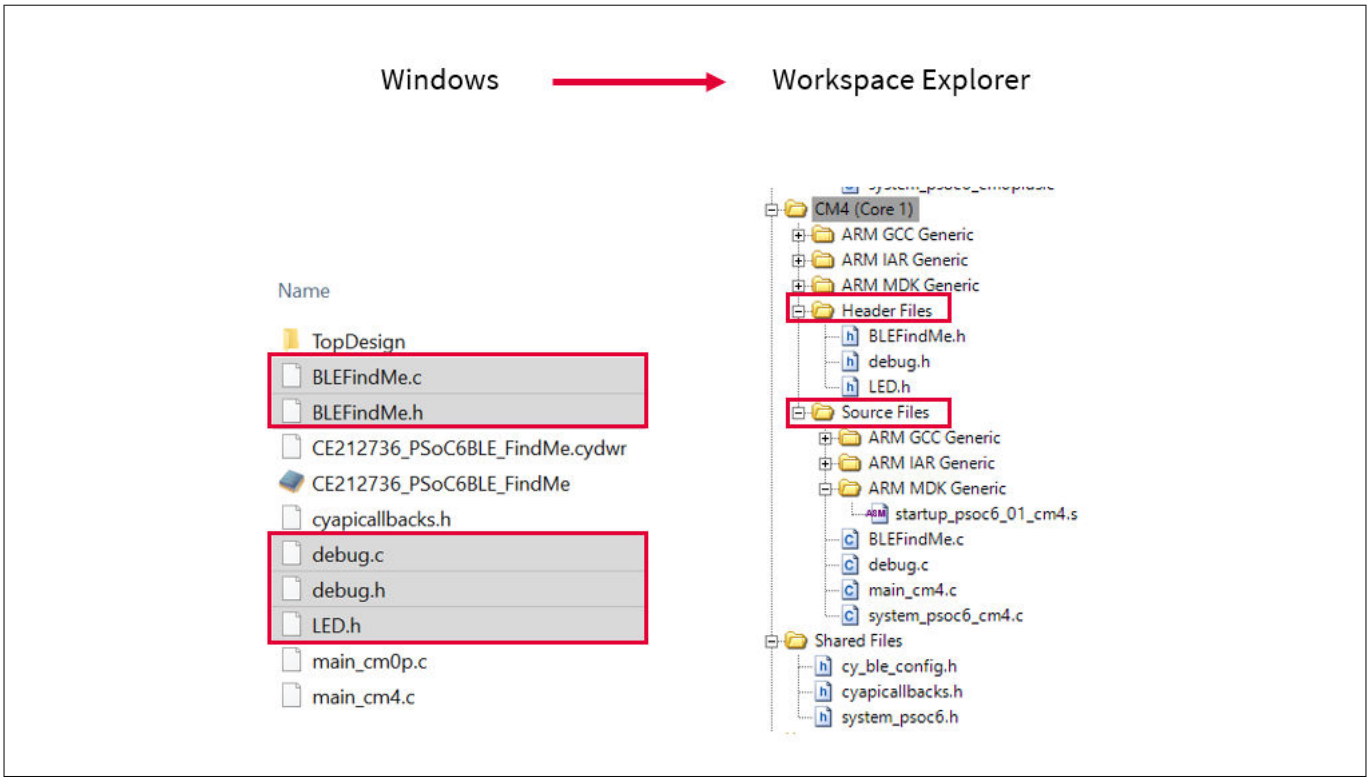

図 43　　プロジェクトにファイルを追加
- これらのファイルをプロジェクトに追加します。このためには、ファイルを *Windows* フォルダから Workspace Explorer にドラッグし、ワークスペース内の *CM4* フォルダの場所にドロップします。図 43 を参照してください。